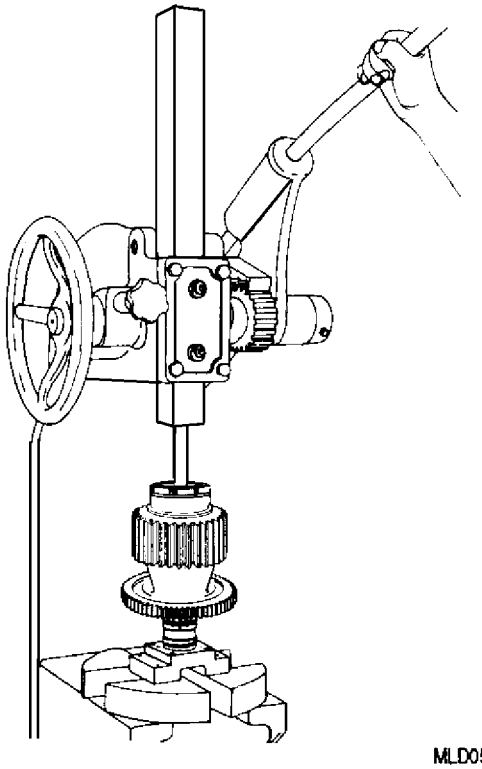

Figure 5. Removing Pinion Shaftgear Flanged Bushing Using 6796253 Support and 6796138 Drift
b. Install pinion shaftgear on 6796253 support and remove bushing using 6796138 drift and arbor press (figure 5).